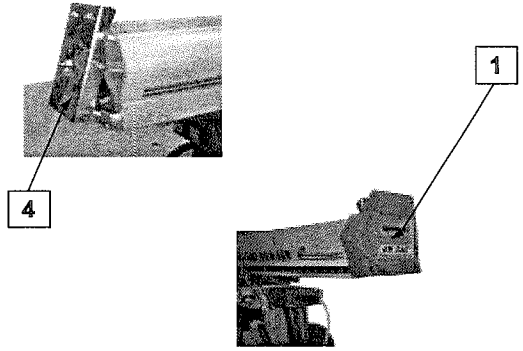

Fig. 6
6. Fit the cutting unit back into the guides and refit the arm locking lever (**4**). Refit the front head (**1**) and fit back the two screws (**2**). Fig. 6.